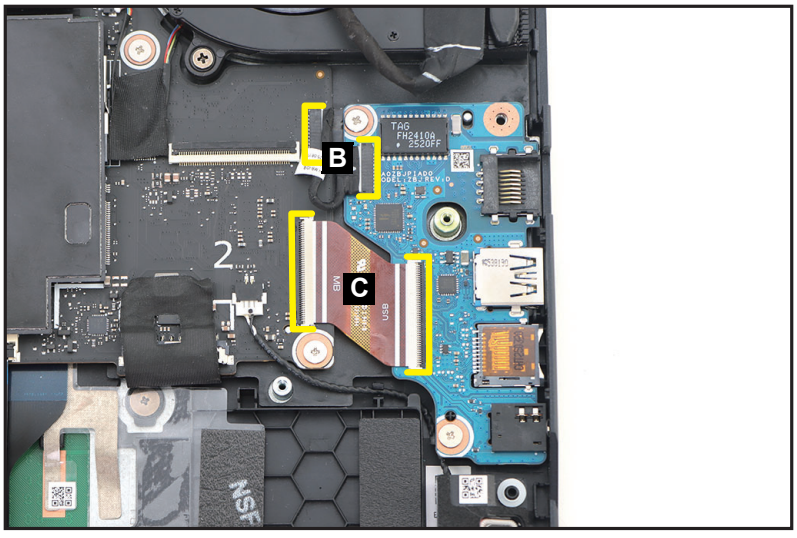

Figure 1-33. USB Board Removal
2. Disconnect the USB power cable (B) from the mainboard and USB board connectors (Figure 1-33). Then remove the cable.
3. Disconnect the USB board FPC (C) from the mainboard and USB board connectors (Figure 1-33). Then remove the FPC.